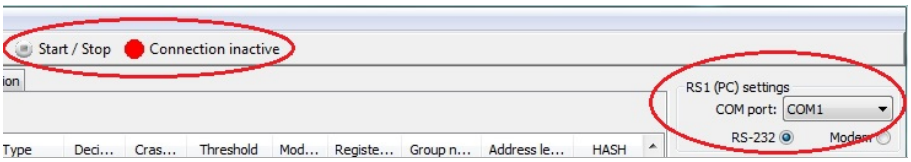

Fig. 6.2 Indicadores de comunicación entre PC y MSD200
Utilice el cuadro de diálogo ‘*RS1 (PC) settings*’ (ver Fig. 6.2) para establecer la conexión entre el MSD200 y la PC. El contenido del cuadro de diálogo depende del tipo de conexión seleccionada. Se debe realizar los siguientes pasos para establecer la conexión:
Utilice el botón ‘Start / Stop’ para controlar la comunicación (ver Fig. 6.2). El siguiente ícono a la derecha (círculo con color) indica el estado de la conexión: